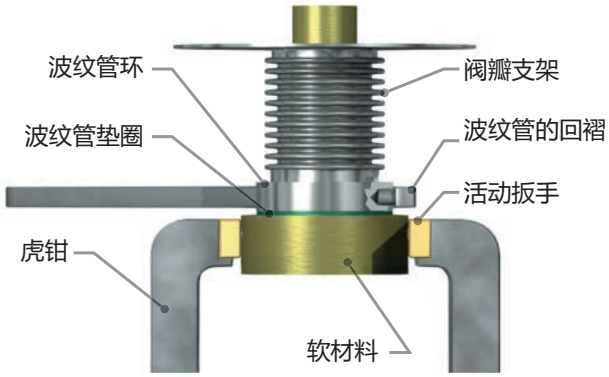

图 17: 拆下波纹管环
波纹管的回褶（见图 17）薄而脆弱。注意加以保护以免损坏。
11. 从阀瓣座 (8) 上拆下导向套 (9)。（关于限制升程阀，参见“检查限制升程阀的升程”）。对于 V 和 W 节流孔，在拆下导向套前先从导向套上旋下波纹管螺栓。
12. 对于 D 至 U 节流孔波纹管阀门（见图 7），波纹管用右旋螺纹固定在阀瓣座 (8) 上。用专用活动扳手卡在波纹管环上，逆时针转动将其取下（见图 17）。